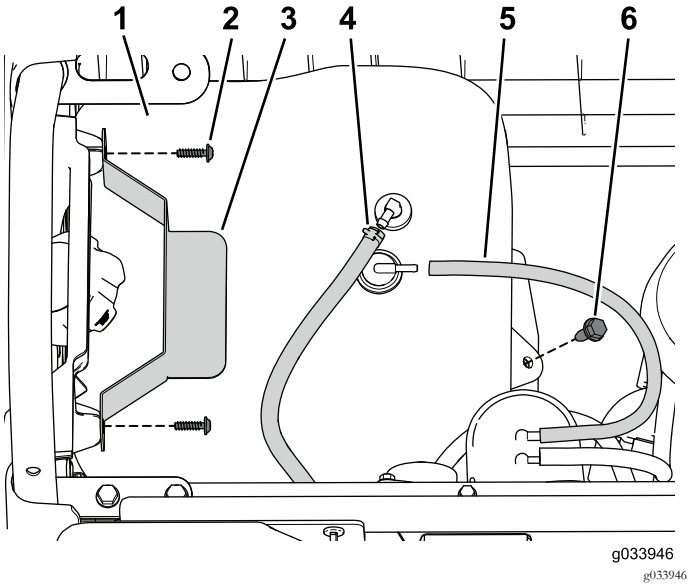

Figur 1
1. Fjern flangebolten, der fastgør brændstoftanken til tankbakken (Figur 1).
2. Fjern de skruer, der fastgør tilholderen (Figur 1).
3. Frakobl udluftningsslangen og brændstofrøret fra tanken (Figur 1).